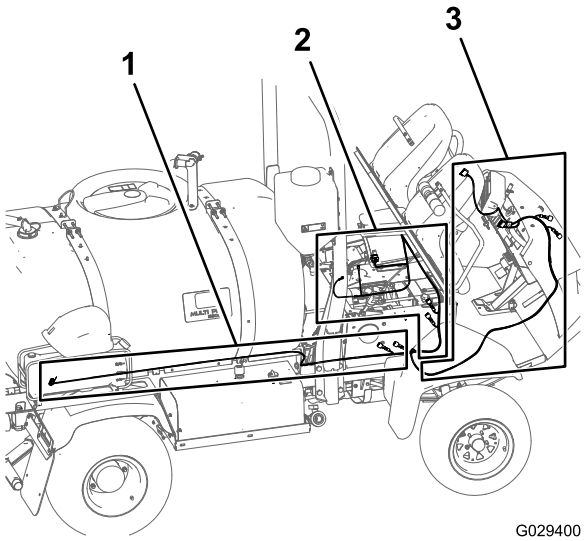
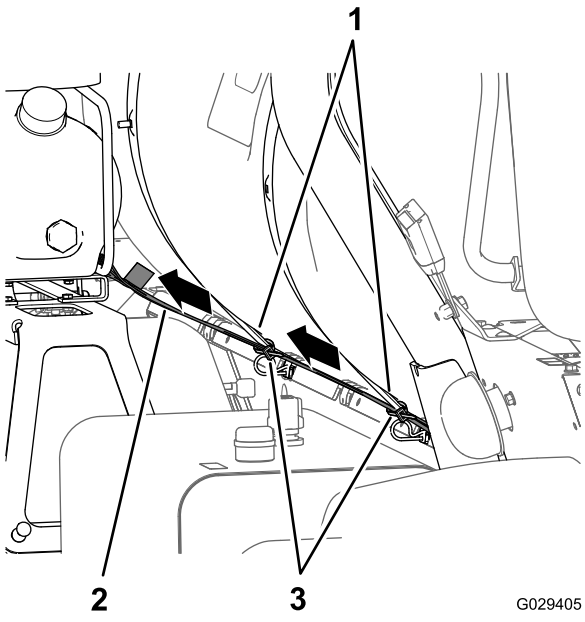

Figur 190
Figur 191
1. Leta rätt på kablagets 236 cm långa kompressordel med en kontakt med fyra uttag och dra kablagedelen bakåt längs spruttanken enligt Figur 190 och Figur 191.